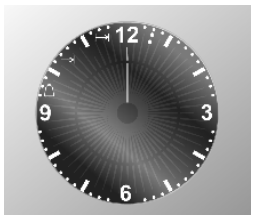

Abb. 3
- Drücken Sie die Taste um das Programmiermenü zu öffnen, das Display leuchtet auf wie zu sehen in der **Abb. 3.**
- Drücken Sie die Taste um das Programmiermenü zu öffnen, das Display leuchtet auf wie zu sehen in der **Abb. 3**, und das Symbol ⊢→| leuchtet auf.